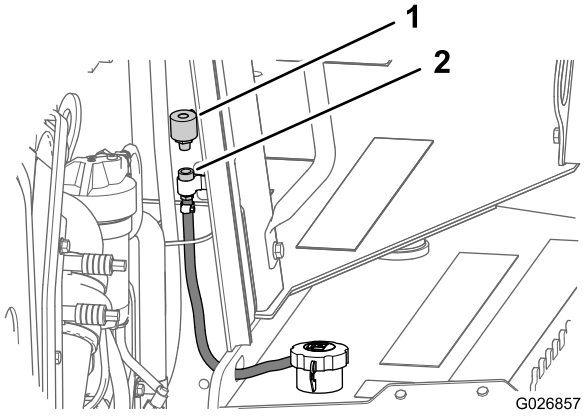

Рисунок 72
2. На передней стороне панели моторного отсека снимите сапун с трубной муфты, вращая сапун против часовой стрелки (Рисунок 72).
3. Установите новый сапун в трубную муфту и затяните его от руки (Рисунок 72).